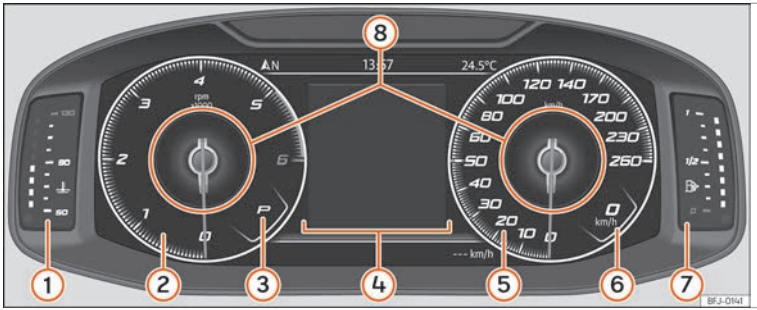

Fig. 117 SEAT Digital Cockpit no painel de instrumentos (vista clássica).
Na *Vista Clássica* e em *Semicircular watches* é possível personalizar a informação que aparece em **Perfis de informação** ››› Fig. 117 ⑧.
Os ponteiros de rotações por minuto e do velocímetro aparecem em todo o seu comprimento ››› Fig. 117.